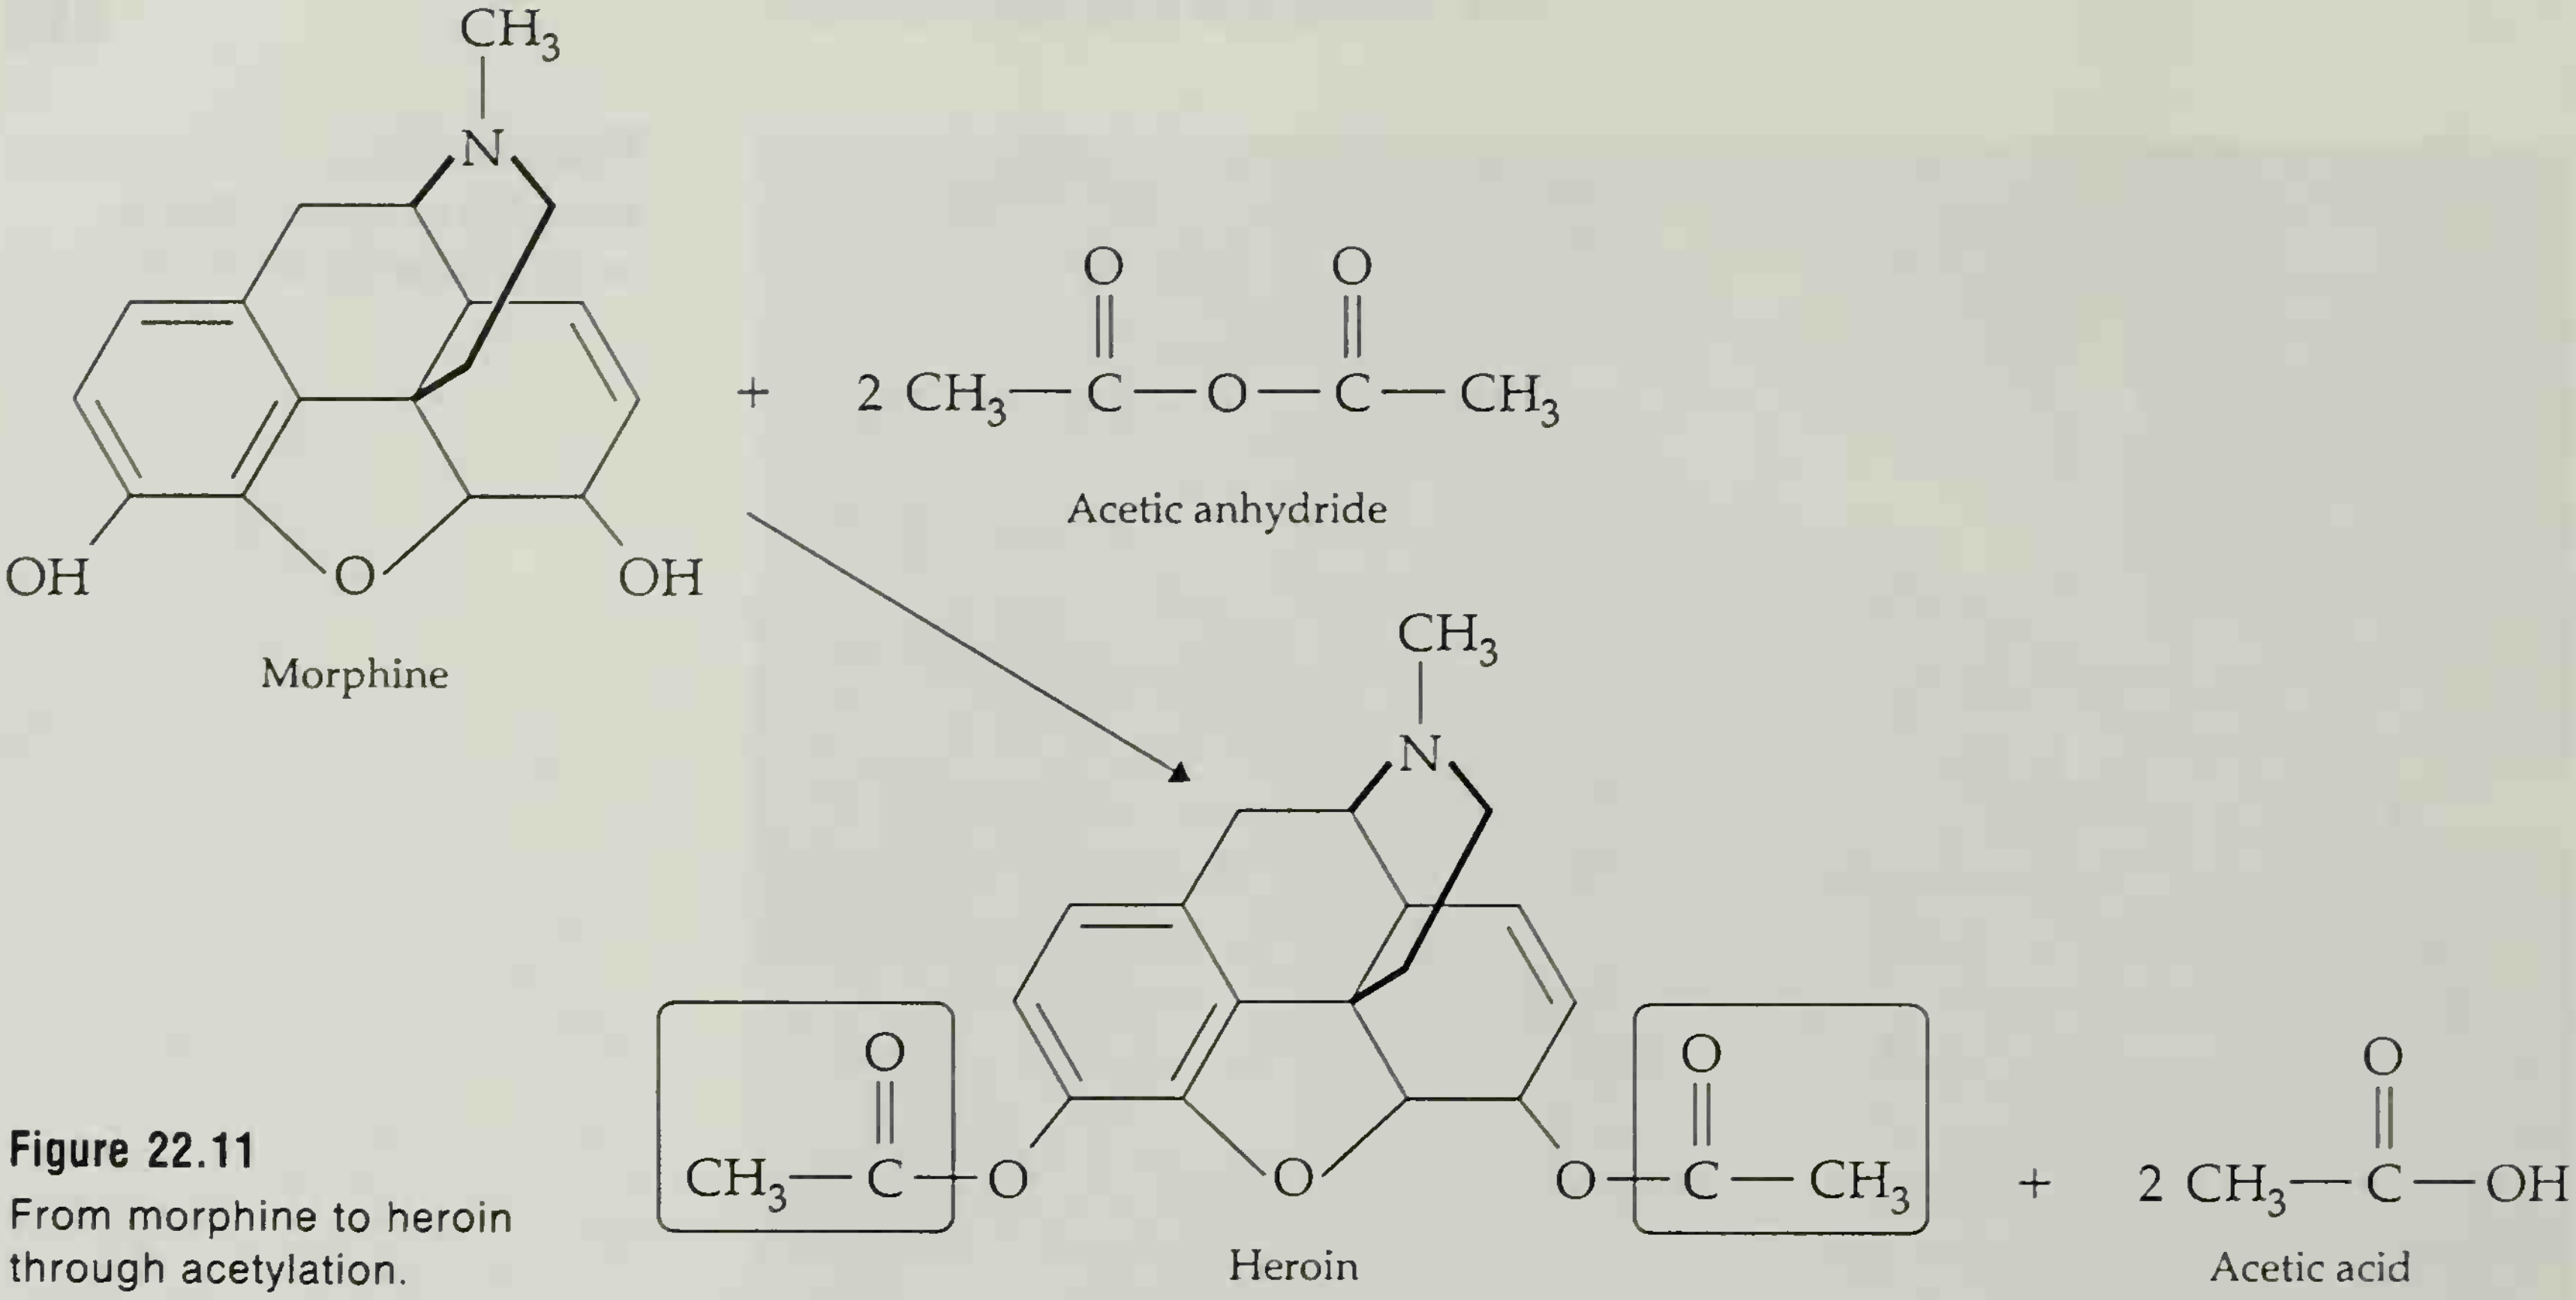

Figure 22.11
The promise fell through, badly. Diacetylmorphine proved to be one of the most addictive drugs known, so powerfully addictive that its use, possession, manufacture, and importation into the United States and several other countries have been banned by law. It's known more commonly by an early trade name dating from the time of its medical trials, **heroin** (Fig. 22.11).
(A bit of practical chemistry comes into play in enforcing the ban on its manufacture. Farmhouses in rural France were occasionally used as secret factories to manufacture heroin for international distribution. One of the byproducts of the acetylation with acetic anhydride, shown in Figure 22.11, is acetic acid, the major organic component of vinegar. To locate the heroin factories French police trained dogs to sniff out the vinegar-like odor and to lead them straight to its source.)
As with morphine, a search for synthetic analogs to cocaine, the oldest of the local anesthetics (Section 22.9), has produced several useful replacements with smaller potential for addiction or other side effects. Like cocaine itself (Fig. 22.11), the synthetic anesthetics in Figure 22.16 consist of three molecular regions: (1) an aromatic ring, usually substituted, at one end of the molecule; (2) a substituted nitrogen at the other; and (3) a section, normally containing an amide or an ester group, connecting the two.